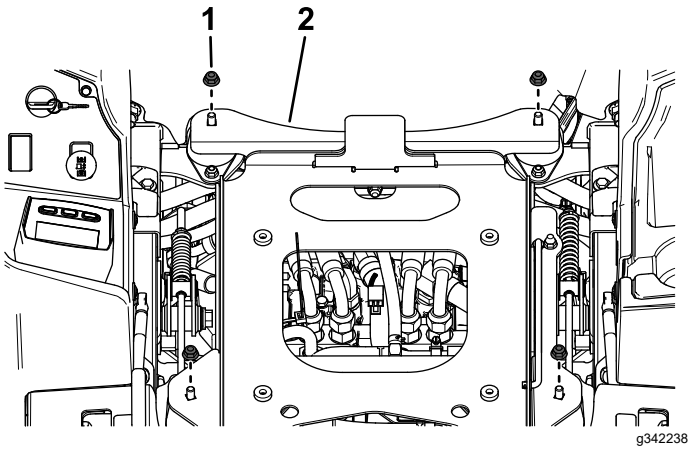

Figuur 25
2. Verwijder de 4 flensmoeren (⅜") van de steunplaat van de stoel (Figuur 25).